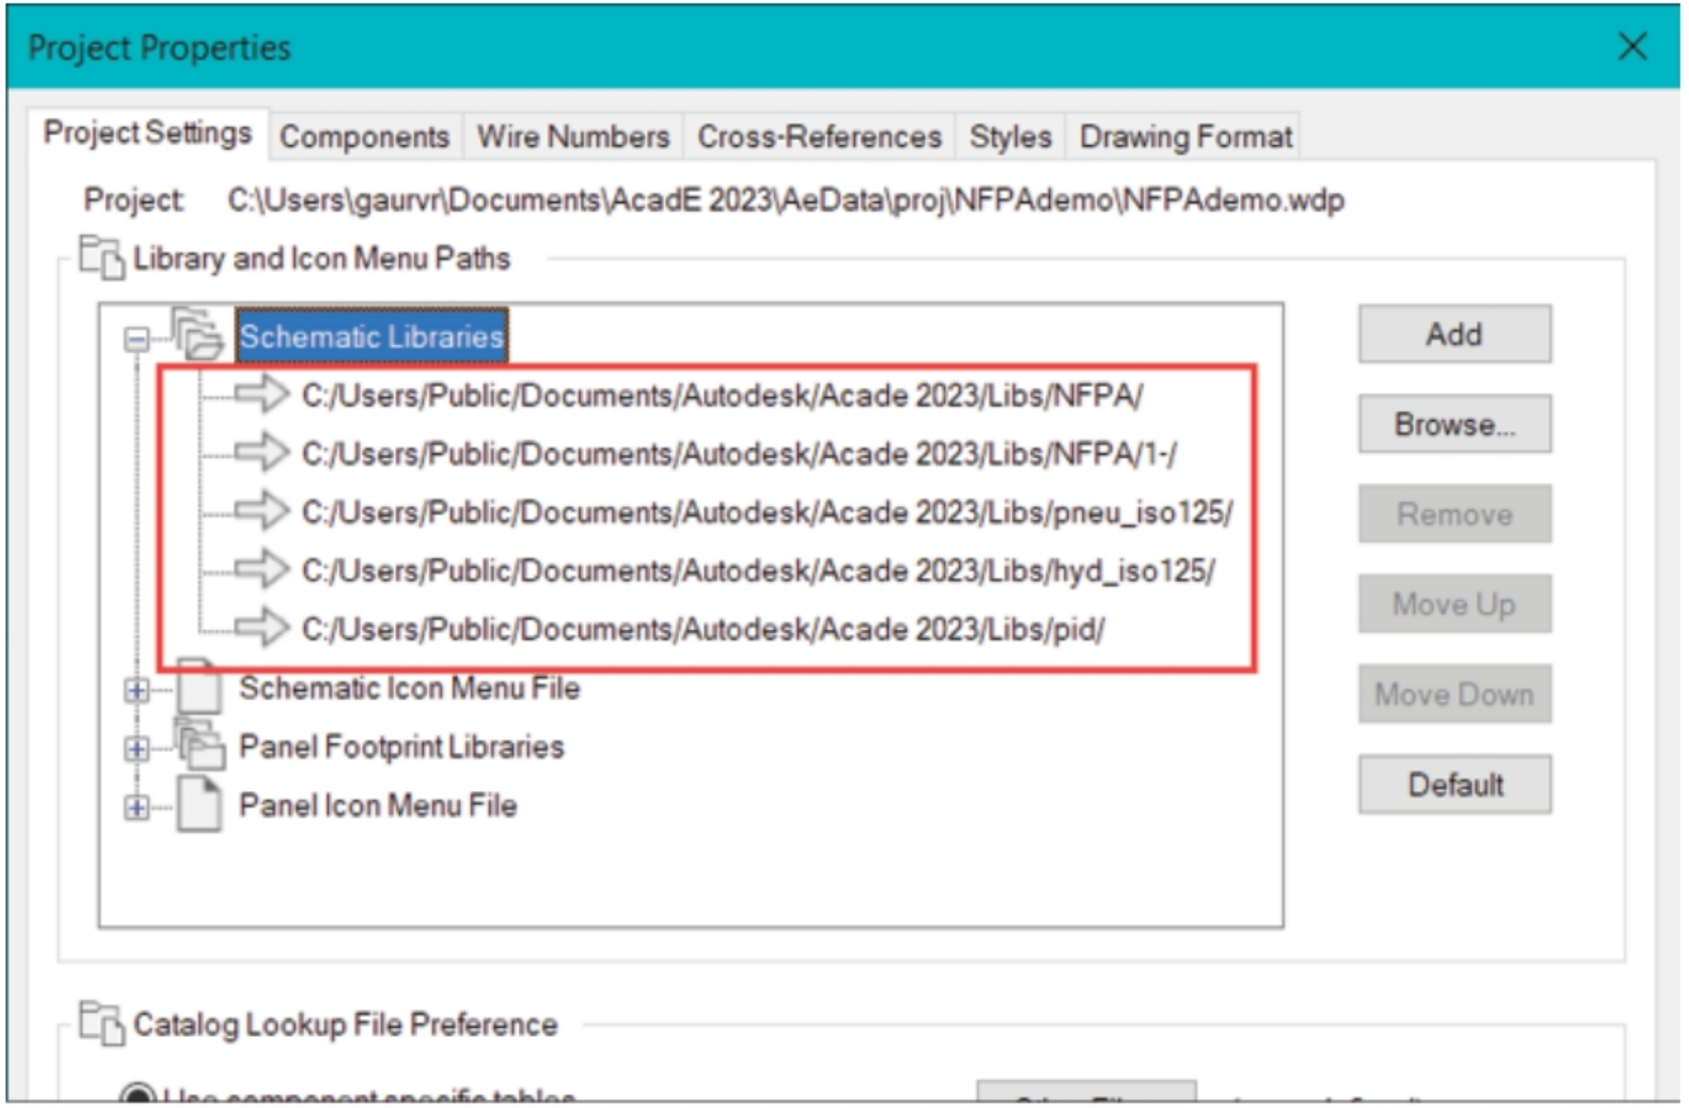

Figure-2. List of libraries
- Expand **Schematic Libraries** node in the **Library and Icon Menu Paths** area of the **Project Settings** tab in the dialog box. List of libraries will be displayed; refer to Figure-2.